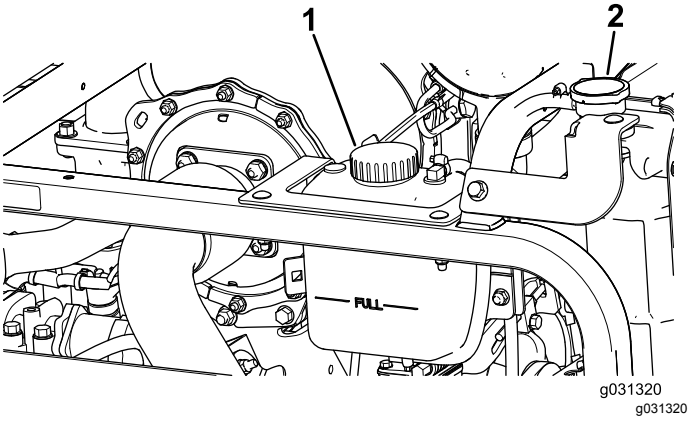

**Figur 119**
1. Ta av kylarlocket och locket till expansionstanken försiktigt (Figur 119).
2. Kontrollera kylvätskenivån i kylaren (Figur 119).